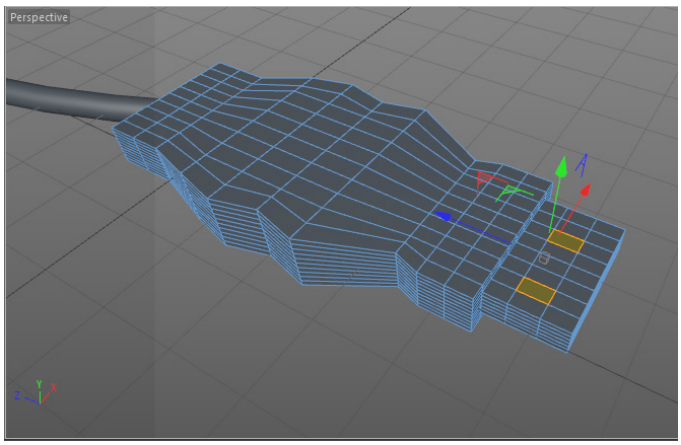
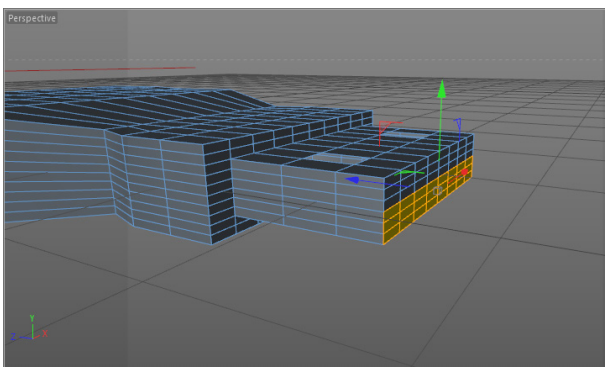
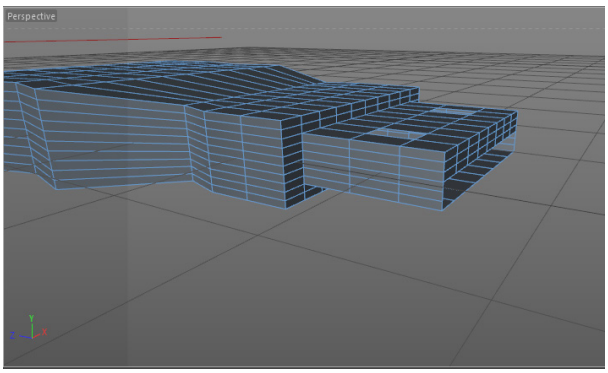

Figure 3-74 *The polygons to be selected*
Figure 3-75 *The selected polygons*
Figure 3-76 *The deleted polygons*
20. Choose the **Polygons** tool from the Modes Palette; *Cube* is displayed in the polygon mode. Select the polygons of *Cube* using the **Live Selection** tool, as shown in Figure 3-74. Next, delete the selected polygons of *Cube*, refer to Figure 3-75.
21. Again, select the polygons of *Cube* using the **Live Selection tool**, refer to Figure 3-75. Next, delete the selected polygons of *Cube*, refer to Figure 3-76.